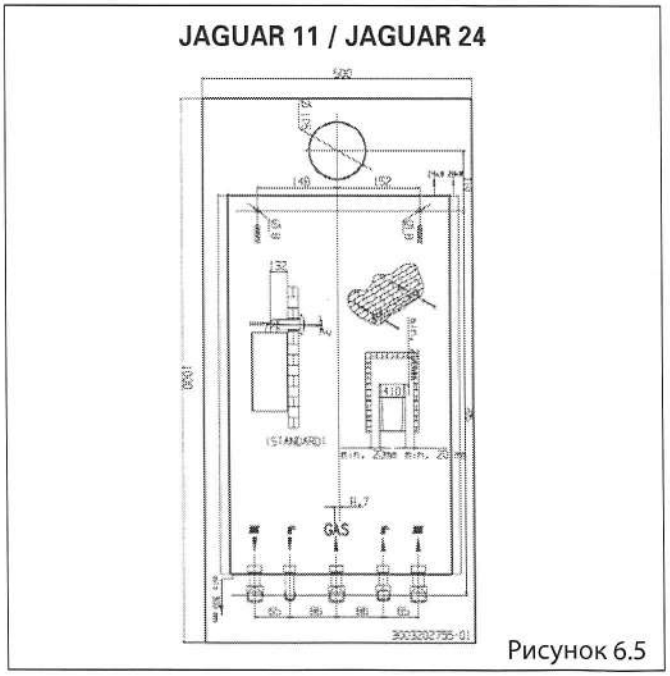

Рисунок 6.5
6.7.3 Разместите монтажный шаблон на стене, проверив как вертикальный, так и горизонтальный уровни (Рисунок 6.5).